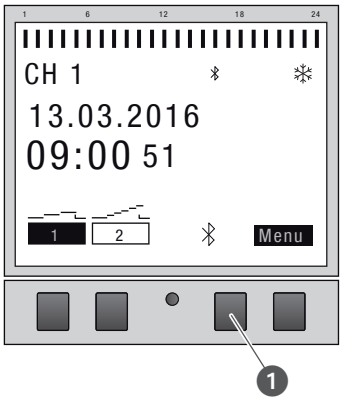

Fig. 20: Establecer la conexión por Bluetooth en el interruptor horario de carril DIN
1. Pulse el botón de Bluetooth (Fig. 20/1) del interruptor horario de carril DIN.